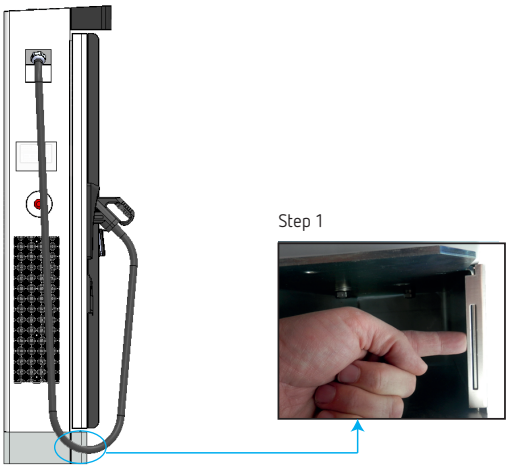

Figure 26: Step 1.
Step 1: Remove the rear decorative panel. Pull the metal tab outwards (on both sides), **Figure 26**.